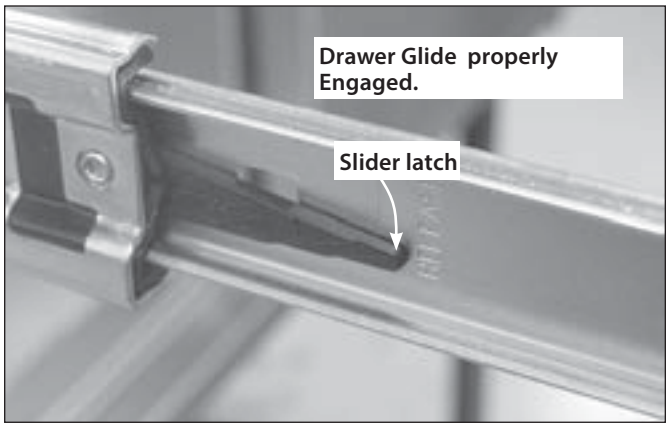

Fig. 11
2. While holding the drawer parallel to the cabinet, carefully align & engage the ends of the glides. Slide the drawer in about an inch so that the glides are supporting the back of the drawer (Fig. 11).